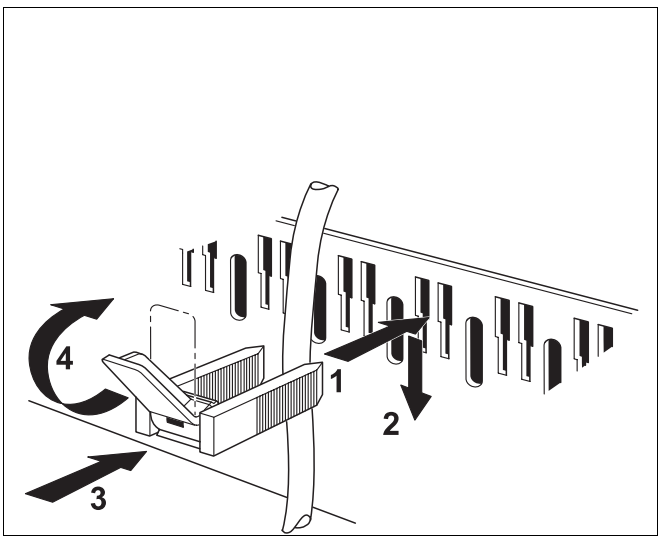

Bild 28 Kabeldurchführung und Zugentlastung
- Zugentlastung, wie in Bild 28 dargestellt, mit eingelegter Leitung von oben in die Schlitze des Schellenrahmens einsetzen (Bild 28, **Schritt 1**).
- Zugentlastung herunterschieben (Bild 28, **Schritt 2**).
- Gegendrücken (Bild 28, **Schritt 3**).
- Hebel nach oben umlegen (Bild 28, **Schritt 4**).